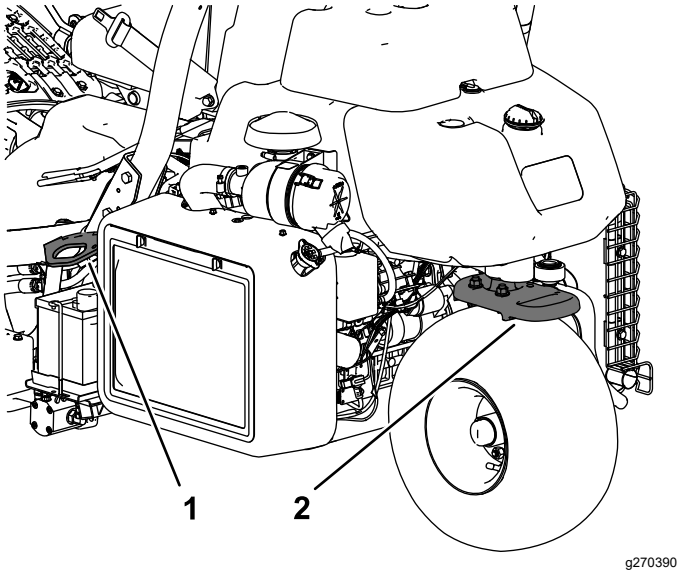

**Figuur 24**
- Zet de machine goed vast met spanbanden, kettingen, kabels of touwen. Zowel de voorste als de achterste spanband moet naar beneden en naar de buitenkant van de machine lopen (Figuur 24).